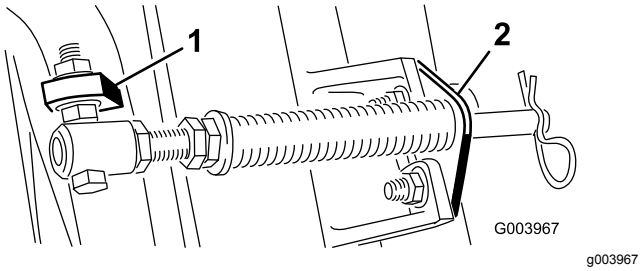

Figur 5
Merk: Still skruehodet på utsiden av tappen, som vist i Figur 5.
D. Monter de to stangbrakettene til klippeenhetstappene med låseskruene og mutterne (Figur 5).